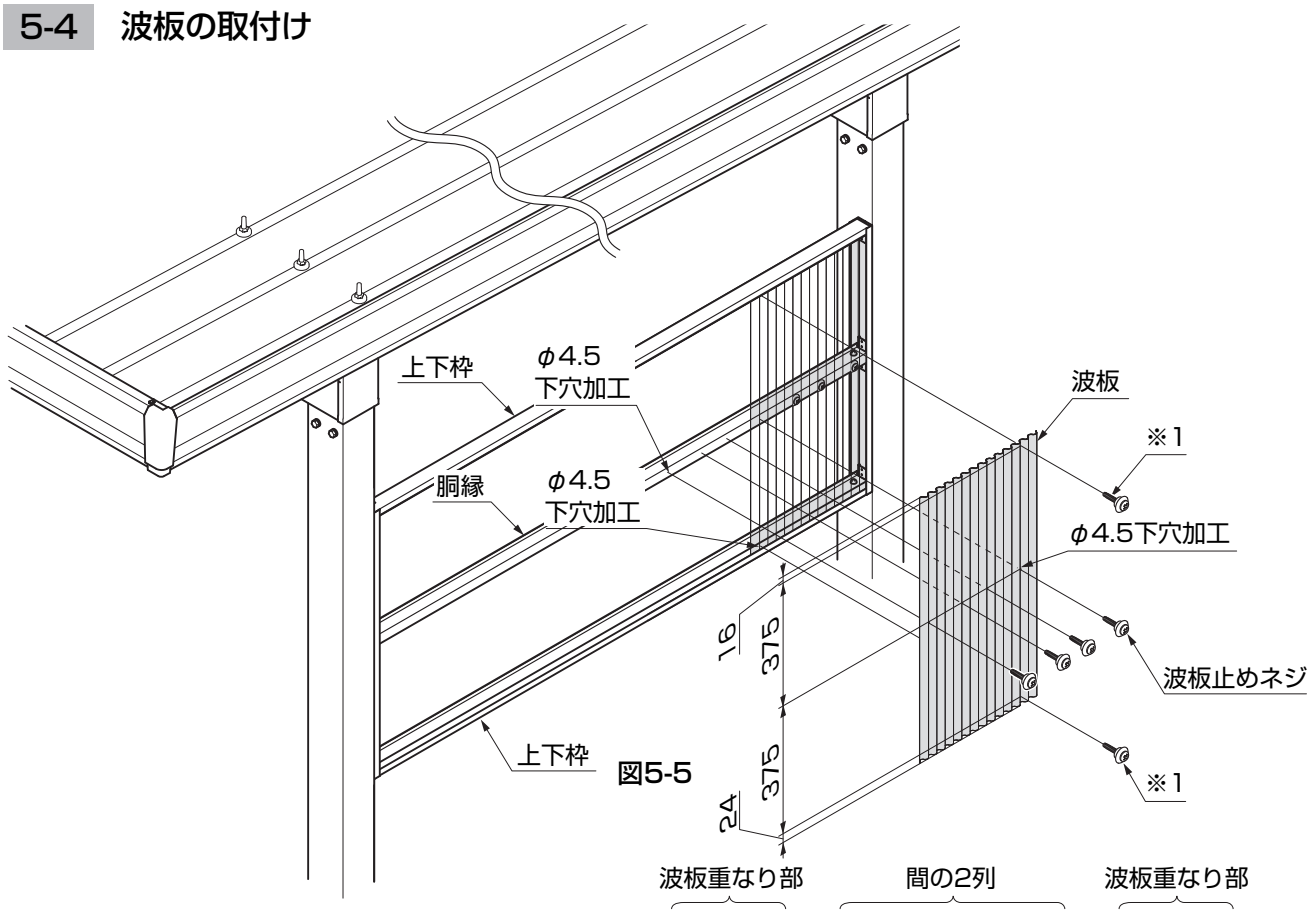
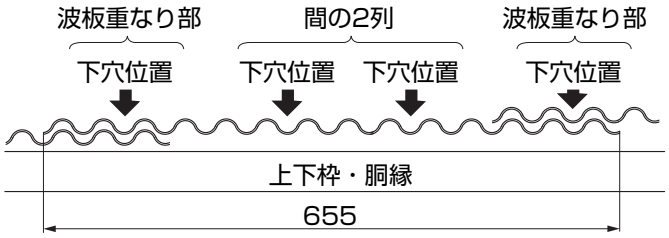

図5-5
図5-6　波板下穴位置（波板谷部）
（図5-5、図5-6参照）
③波板を胴縁に波板止めネジで取付けてください。（図5-5参照）
●波板の重ねしろは、3山にしてください。（図5-6参照）